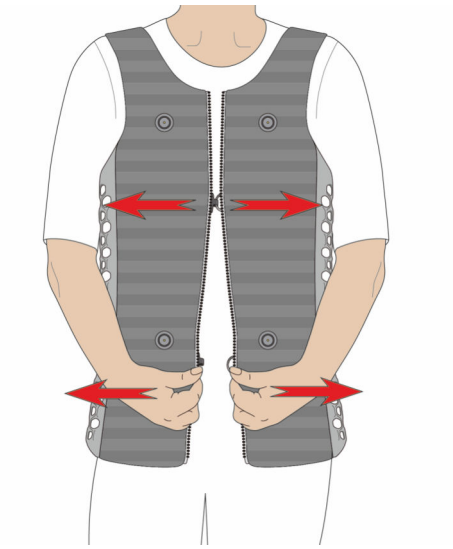

Fig. 61: Taking off the i-body®
5. Open the zipper and the fitting aid and take off the i-body® (Fig. 61).